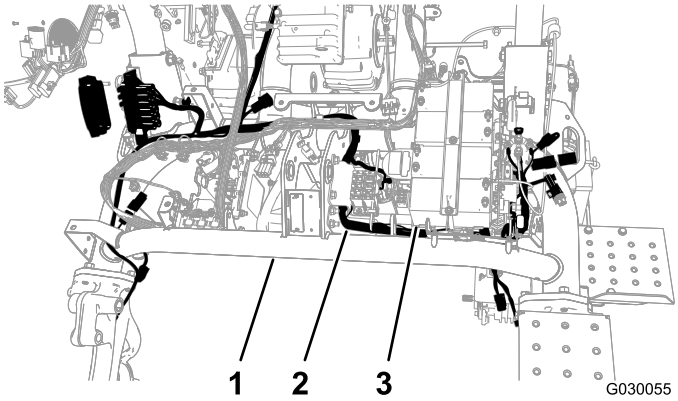

Figur 4
4. Dra kablaget under ramens huvudrör och framför cylinderbatterierna (Figur 4).
5. Dra det nya kablaget tillbaka under huvudröret mellan de motsatta sidorna av batteriplattan och vänster ramrör (Figur 4).